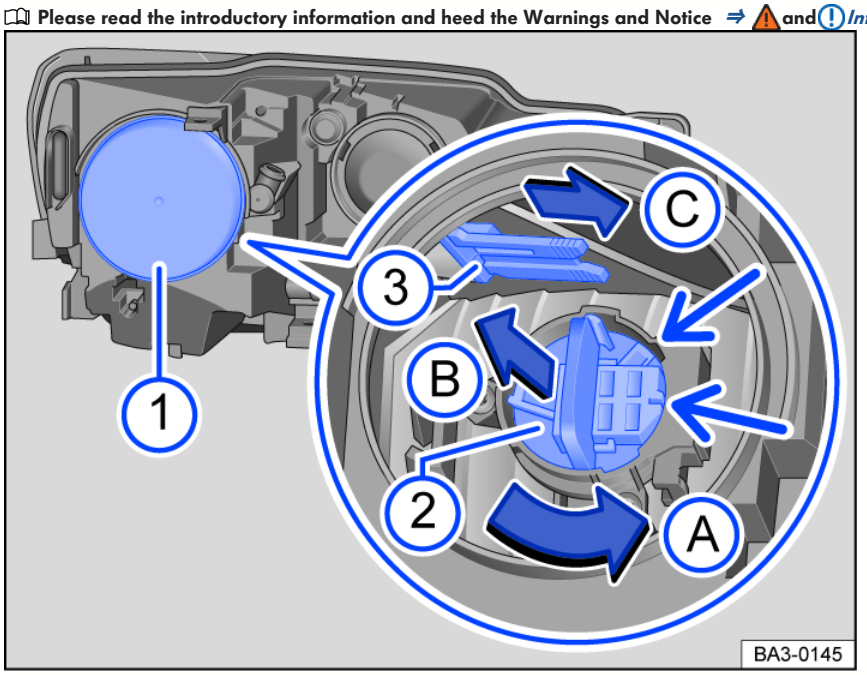

Fig. 127 In the engine compartment: Rear view of the left-side headlight.
3. Remove the rubber cover *fig. 127* (1) on the rear side of the headlight.
4. Turn the bulb holder *fig. 127* (2) in the direction of the arrow (arrow (A)) until the retaining tab of the bulb holder is situated in the recesses in the bulb housing (small arrows). Then remove the bulb holder (2) toward the rear (arrow (B)).
6. Insert the bulb holder *fig. 127* (2) into the headlight and turn it in the opposite direction of the arrow (arrow (A)) as far as it will go.
7. Fit the rubber cover *fig. 127* (1) on the rear side of the headlight.
4. Remove the bulb holder *fig. 127* (3) in the direction of the arrow (arrow (C)).
6. Insert the bulb holder *fig. 127* (3) into the headlight in the opposite direction to the arrow (arrow (C)) and push it all the way in.